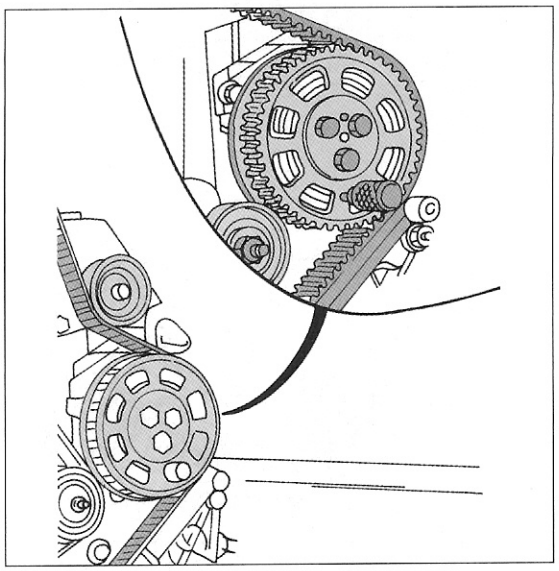
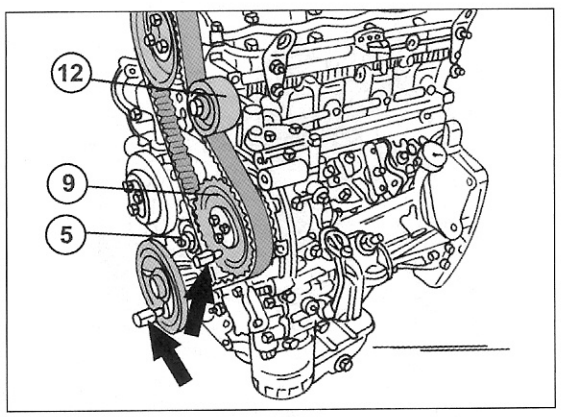
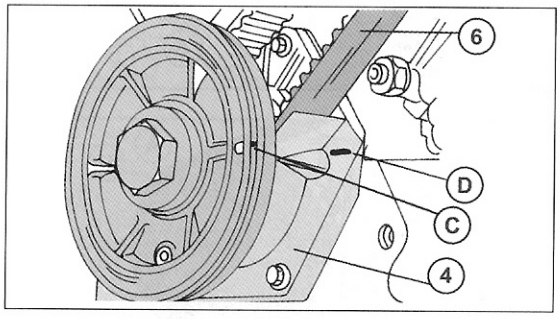
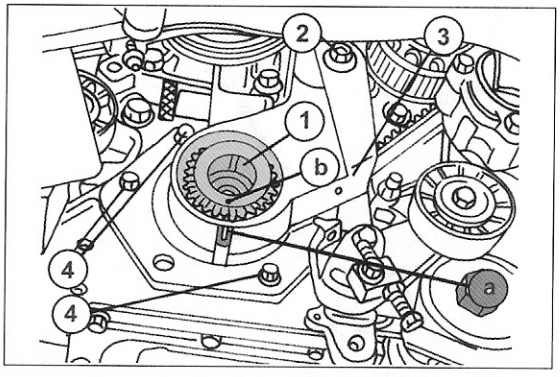

Bild 116
Bild 117
Bild 119
Bild 120
- Bei einem Motor mit Einspritzpumpe das Antriebsrad der Pumpe an der in Bild 116 gezeigten Stelle einschieben.
- Den Zahnriemen vorsichtig abheben, falls er wieder eingebaut werden soll. In diesem Fall auch die Laufrichtung mit einem Farbklecks an der Außenseite kennzeichnen. Die Hände müssen frei von Fett oder Öl sein. Einen verschmutzten Zahnriemen erneuern. Unbedingt darauf achten, dass sich das Antriebsrad der Einspritzpumpe (falls eingebaut) nicht verdrehen kann. Ein passender Dorn ist an der in Bild 116 gezeigten Stelle in das Antriebsrad eingeschoben. Ebenfalls wird die Kurbelwelle mit einem Dorn arretiert. In Bild 117 kann man sehen, wo die Dorne
- Die Stellung des Antriebsrads der Einspritzpumpe kontrollieren, falls der Motor eine solche hat. Falls der Motor nicht mehr in der OT-Stellung steht, die beiden in Bild 117 gezeigten Arretierbolzen einsetzen, d. h. einen in die provisorisch aufgesteckte Kurbelwellenriemenscheibe und den zweiten in das Antriebsrad der Pumpe. Die Kurbelwellenriemenscheibe langsam verdrehen, bis die Kennzeichnung „C" in Bild 119 und das Zeichen „D" am vorderen Dichtflansch in einer Flucht liegen. Der Arretierbolzen kann jetzt eingeschoben werden.
Hinweis: Kontrollieren, dass das Steuerzeichen „b" im Kurbelwellenrad (1) senkrecht an der Unterseite steht und mit der Marke „a" fluchtet, wenn der Motor wie oben beschrieben durchgedreht wurde (Bild 120).
- Die Spannrolle (12) montieren, die Scheiben auflegen und die Mutter anziehen.
- Die Mutter (11) der Spannrolle (5) lockern und die Rolle nach innen kommen lassen, so dass die Rolle den Zahnriemen nach innen drücken kann. In dieser Stellung die Mutter (11) anziehen.
- Ausfluchtung der Steuerzeichen kontrollieren, d. h. die beiden Zeichen am Nockenwellenrad und am Kurbelwellenrad müssen fluchten (Bilder 112 und 120) oder die beiden Arretierbolzen bei einem Motor mit Einspritzpumpe müssen sich einsetzen lassen (Bild 117). Falls dies nicht der Fall ist, den Riemen wieder abmontieren und den Motor erneut auf die richtige Stellung bringen.
- Mutter (11) erneut lockern, damit die Spannrolle den Zahnriemen nochmals nachsetzen kann. Die Mutter (11) jetzt mit 40 Nm anziehen.